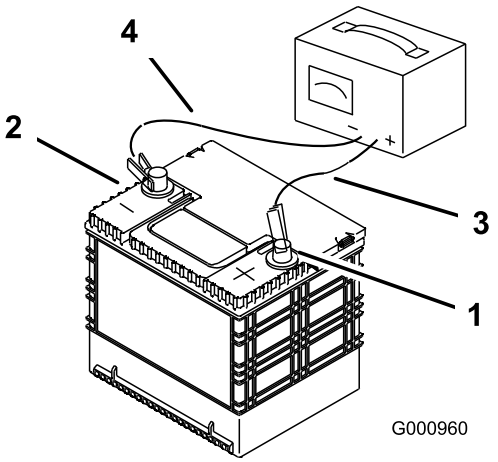

**Figuur 47**
2. Zodra de accu volledig is opgeladen, haalt u de acculader uit het stopcontact en maakt u vervolgens de oplaadkabels los van de accuklemmen (Figuur 47).